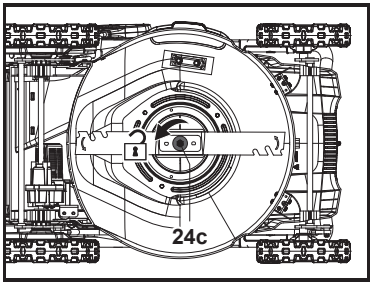

Fig. 21
1. Mantenha a parte inferior e a lâmina de corte (24) limpas e sem detritos. Remova a relva cortada da conduta de descarga traseira (23).
3. Mantenha a lâmina de corte (24) afiada para garantir um bom desempenho de corte. Substitua a lâmina de corte gasta ou danificada por uma nova do mesmo tipo, ou solicite o afiamento a um especialista qualificado.
4. Desaperte o parafuso de fixação (24c) para a esquerda com uma chave de impacto elétrica adequada (tamanho da chave de 13 mm) (Fig. 21) e retire-o juntamente com a anilha plana (24b) e a lâmina de corte (24).